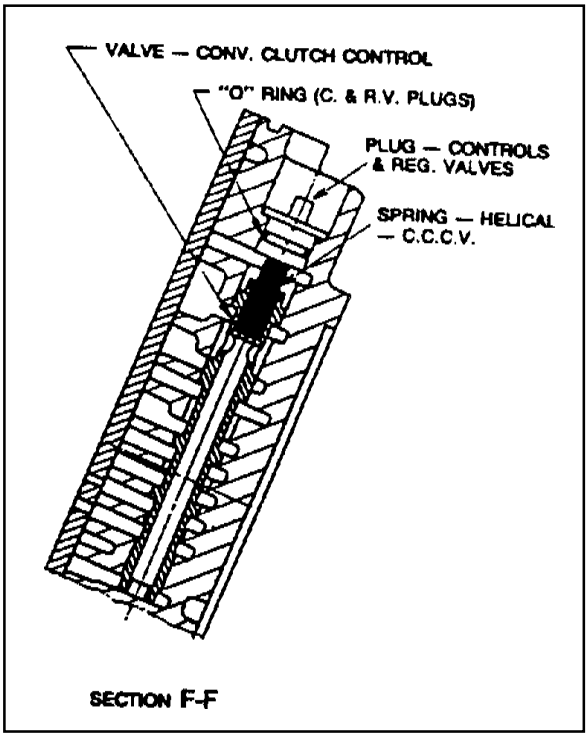

Figure 8.38 - Converter Clutch Control Valve
13. Install the converter clutch control valve (refer to figure 8.38), spring, plug, and 'O' ring.